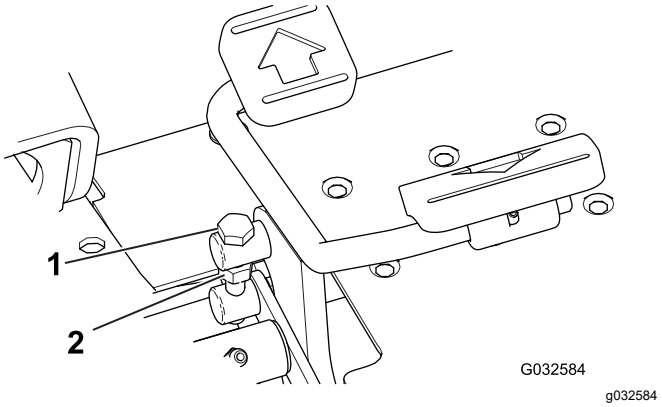

Figure 50
1. Desserrez l'écrou de blocage sur le boulon de tourillon sur le côté de la pédale de déplacement (Figure 50).